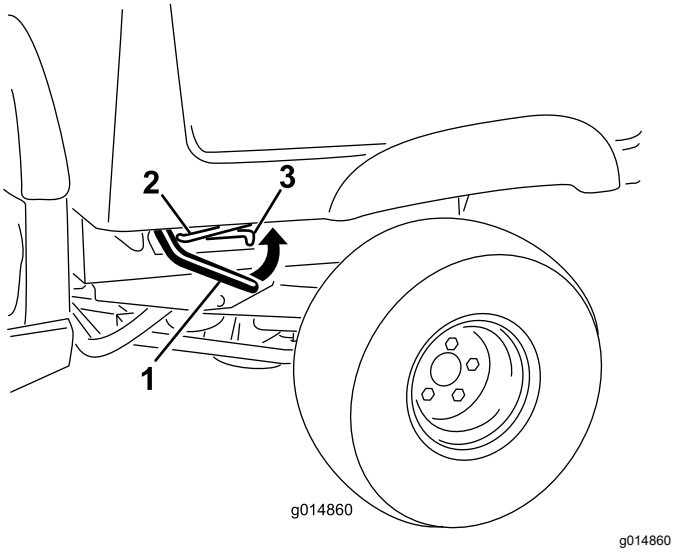

Figur 13
1. Løft grebet på hver side af ladet, og løft ladet op (Figur 13).
1. Hæv ladet en anelse ved at løfte låsegrebet op (Figur 13).